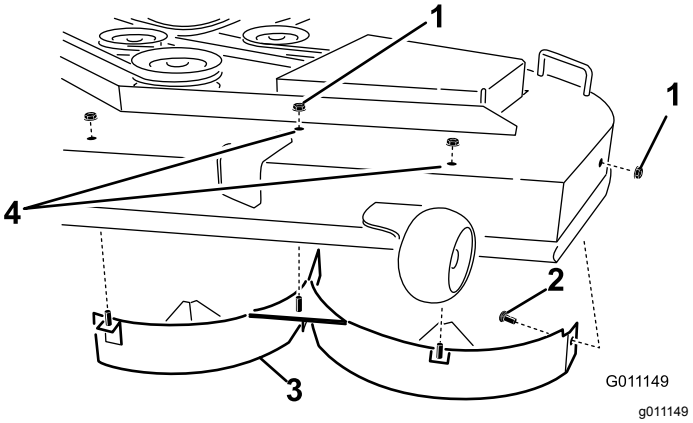

Rysunek 16
4. Odkręć 3 nakrętki zabezpieczające (5/16 cala) znajdujące się na środkowej, lewej środkowej i lewej skrajnej pozycji na kołkach lewej przegrody u góry podwozia kosiarki (Rysunek 16).
5. Odkręć śrubę zamkową z nakrętką zabezpieczającą ze ściany bocznej podwozia tnącego mocujące lewą przegrodę do podwozia (Rysunek 16).
6. Zdemontuj lewą przegrodę z podwozia tnącego (Rysunek 16).
7. Odszukaj wśród drobnych części 2 śruby i wraz z dotychczasowymi nakrętkami zabezpieczającymi wkręć je w otwory pokazane na Rysunek 16, aby zabezpieczyć podwozie tnące przed wydostawaniem się zanieczyszczeń.